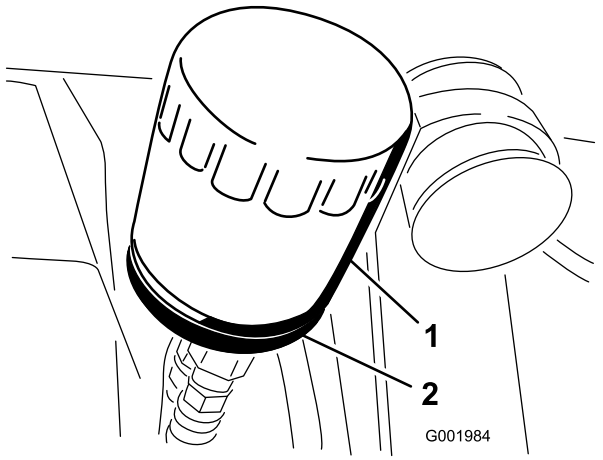

Figur 52
2. Fjern oliefilteret (Figur 52).
5. Monter det nye oliefilter på filteradapteren. Drej oliefilteret med uret, indtil gummipakningen berører filteradapteren. Spænd derefter filteret yderligere 1/2 omgang (Figur 52).